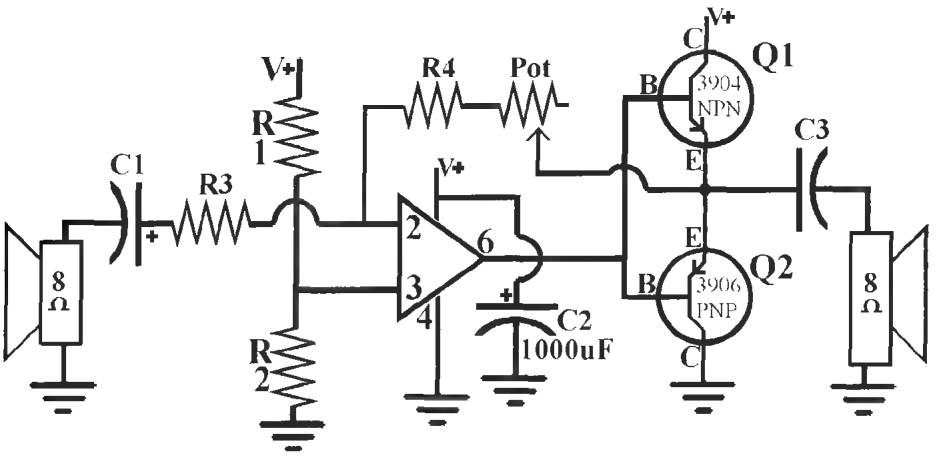

Figure L54-3
a. Now set this second speaker into your SBB as shown here in Figure L54-3.